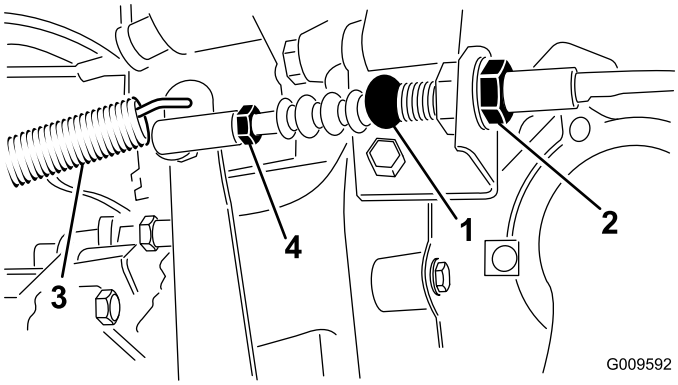

Figura 74
1. Alivie as porcas de segurança que fixam o cabo ao suporte no cárter do volante (Figura 74).